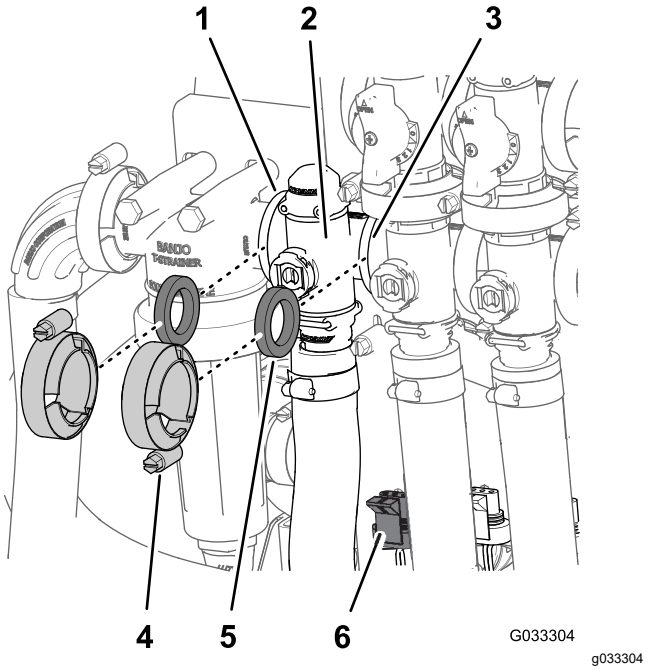

Figuur 68
1. Verwijder de klemmen en pakkingen waarmee de verdelerklep voor de gebruiksdosis is bevestigd (Figuur 68).